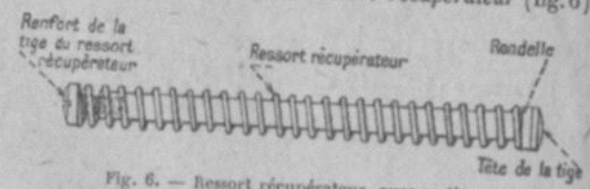

Fig. 6. — Ressort récupérateur, avec sa tige.
6. Le mécanisme de platine comprend : les *mécanismes de percussion et d'alimentation*; le *ressort récupérateur* (fig. 6) [1];